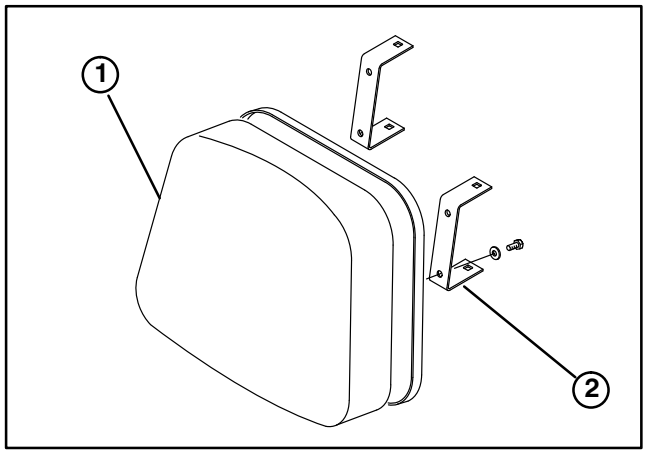

**Figure 5**
## INSTALL SEAT BACK CUSHIONS, MANUAL TUBE AND BED SUPPORT (Fig. 5 − 6)
**1.** Mount (2) seat back brackets to each seat back cushion with (4) 1/4−20 x 3/4" lg. capscrews and 1/4" flat washers. Position brackets on seat back cushions as shown in figure 5.